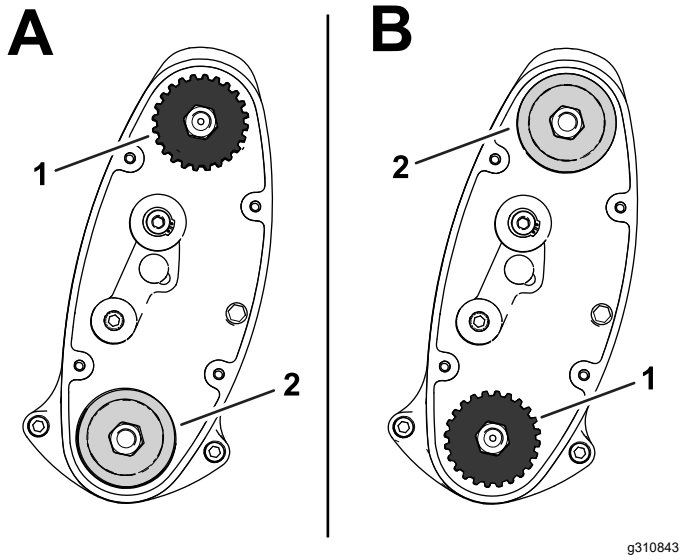

图 16
- **高**位置图 16 中的“A”
- **低**位置图 16 中的“B”